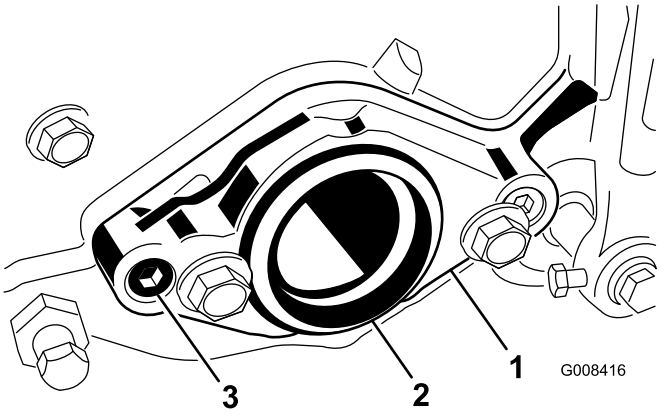

Figura 3
6. Togliete le 2 viti a testa esagonale che fissano il supporto del motore all'estremità destra dell'apparato di taglio e il supporto del motore (Figura 3).